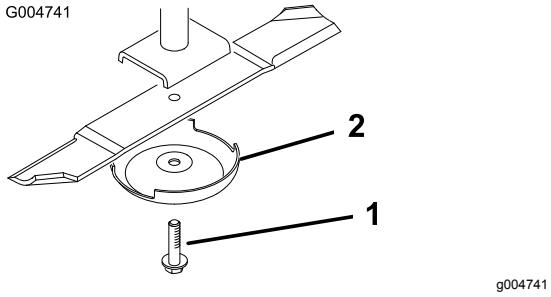

Figuur 110
2. Pak het uiteinde van het mes vast met een doek of een dikke, gevoerde handschoen. Verwijder de mesbout, de antiscalpeercup en het mes van de as (Figuur 110).